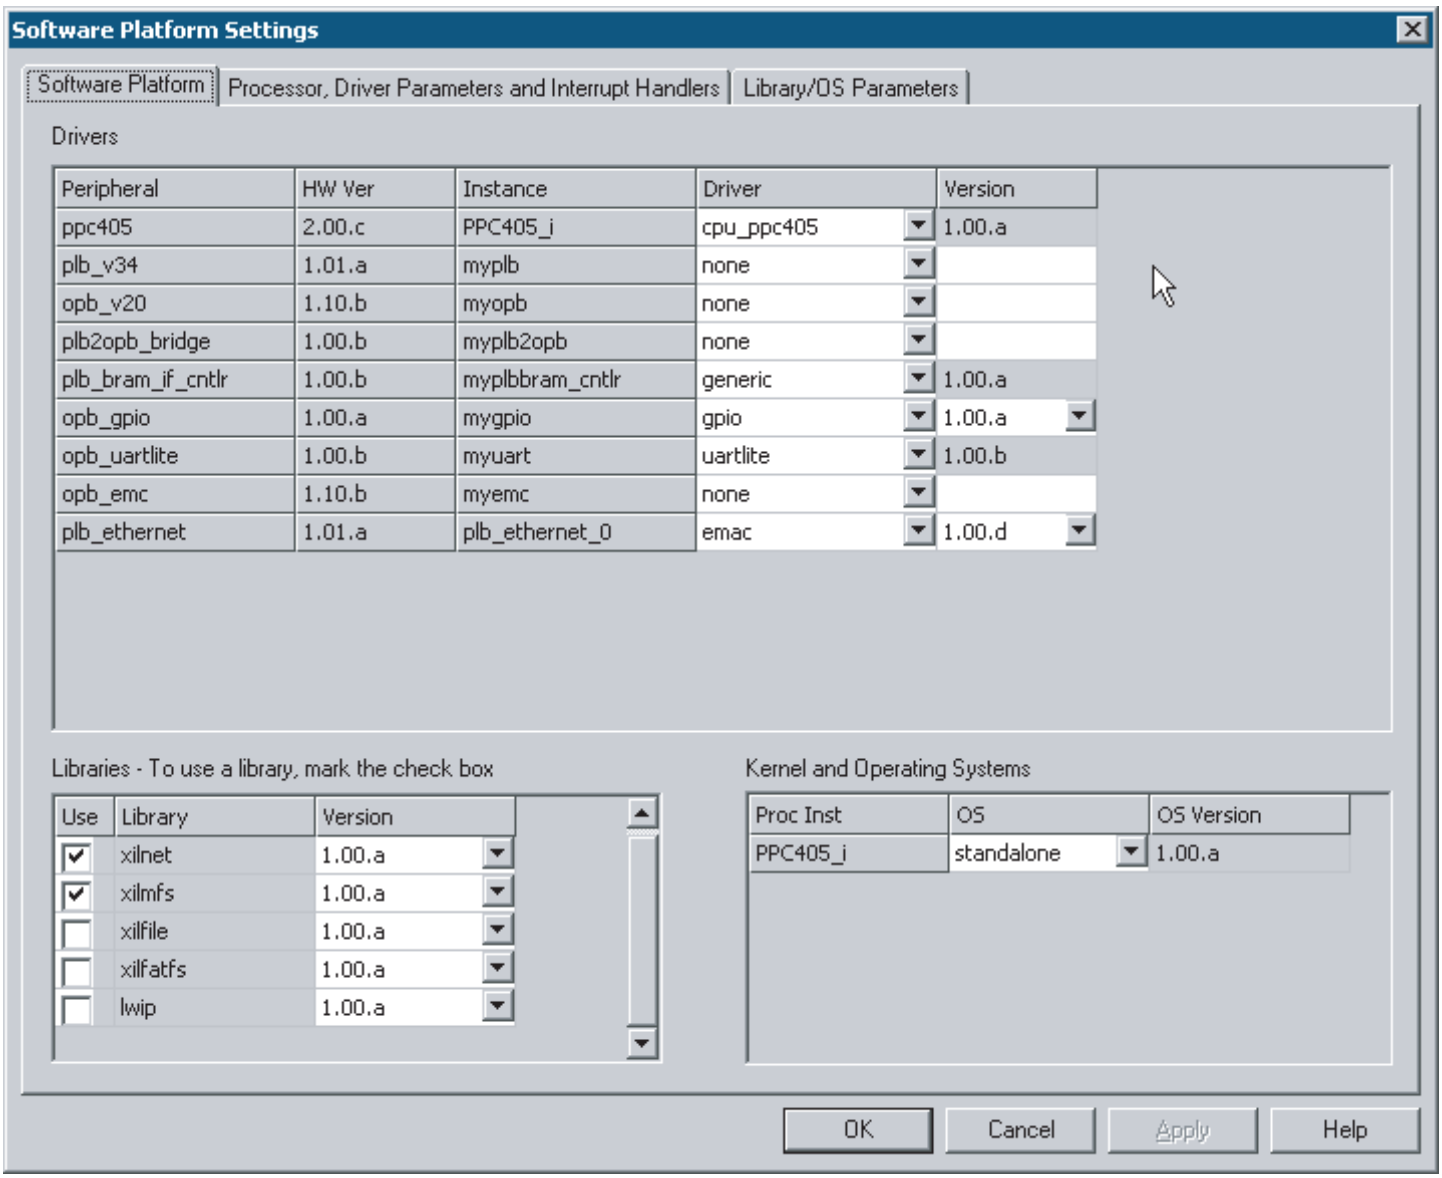

Figure 3: **Libraries Table in Software Platform Settings Dialog Box**
2. In the **Software Platform** tab of the Software Platform Settings dialog box, observe the **Libraries** table at the bottom left corner of the dialog box (see Figure 3).